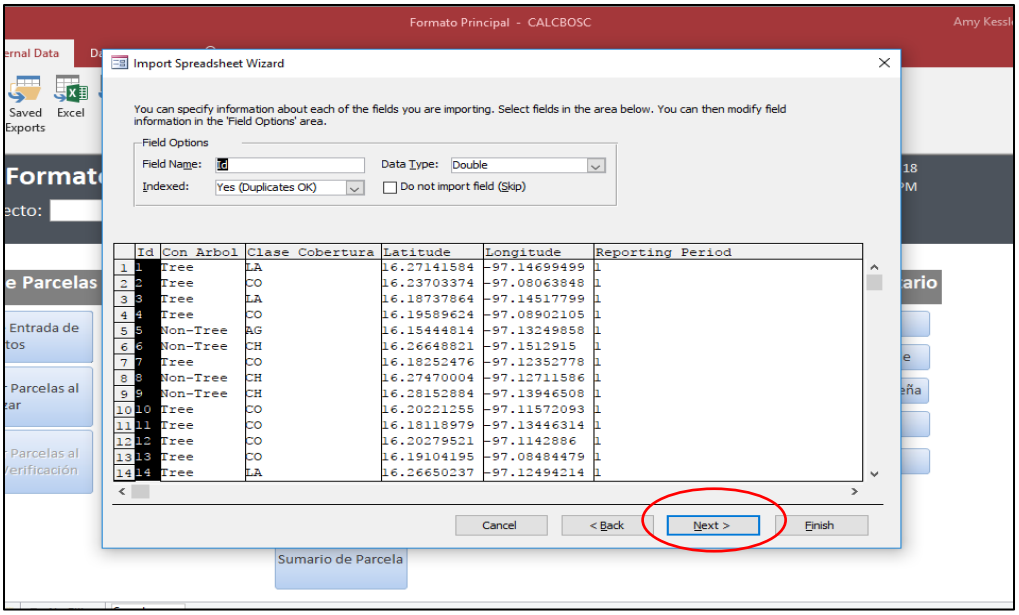

Figure 58. Importing an Excel Document Step 4
4.4 The next screen will ask if you'd like to specify information about each of the fields you are importing. Do not select any fields or specify any information and proceed to the next step by selecting [Next] (Figure 58).